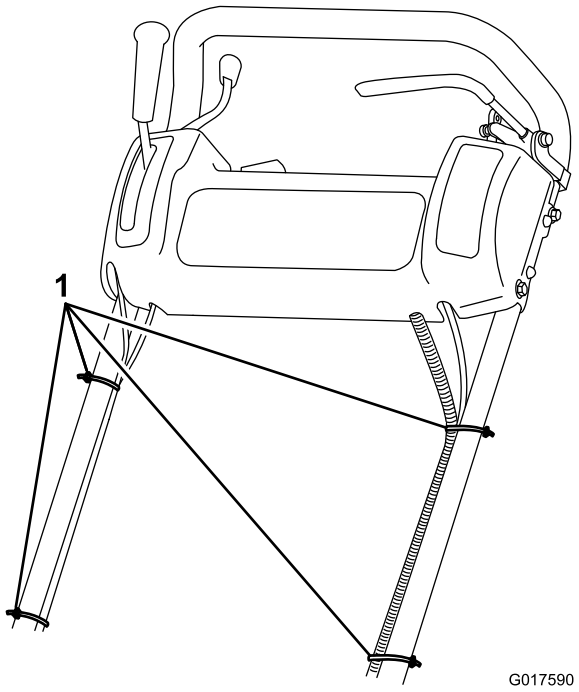

Figuur 4
7. Monteer de kabels en de kabelboom aan de handgreep met de kabelbinders (Figuur 4).